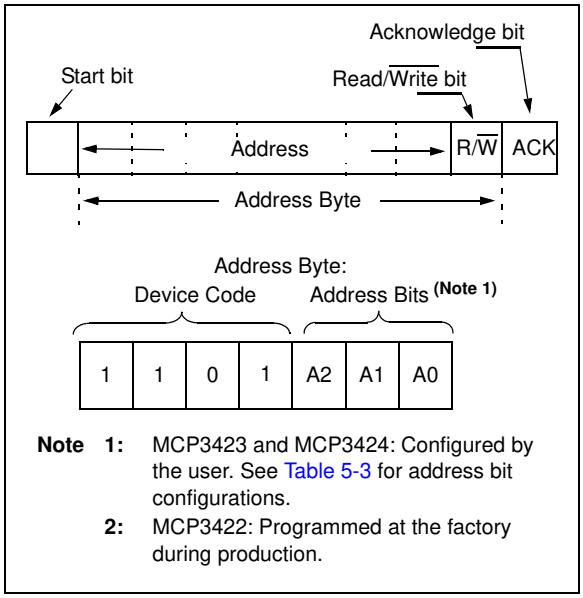

***FIGURE 5-1:*** *Address Byte.*
The first byte after the START bit is always the address byte of the device, which includes the device code (4 bits), address bits (3 bits), and R/$\overline{W}$ bit. The device code for the devices is **1101**, which is programmed at the factory. The I²C address bits (A2, A1, A0 bits) for the MCP3423 and MCP3424 are user configurable and determined by the logic status of the two external address selection pins on the user's application board (Adr0 and Adr1 pins). The Master must know the Adr0 and Adr1 pin conditions before sending read or write command. Figure 5-1 shows the details of the address byte.
Figure 5-1 shows the address byte. Figure 5-3 through Figure 5-5 show how to write the configuration register bits and read the conversion results.
– See Figure 5-1 for details in Address Byte.
- See Figure 5-1 for details in Address Byte.